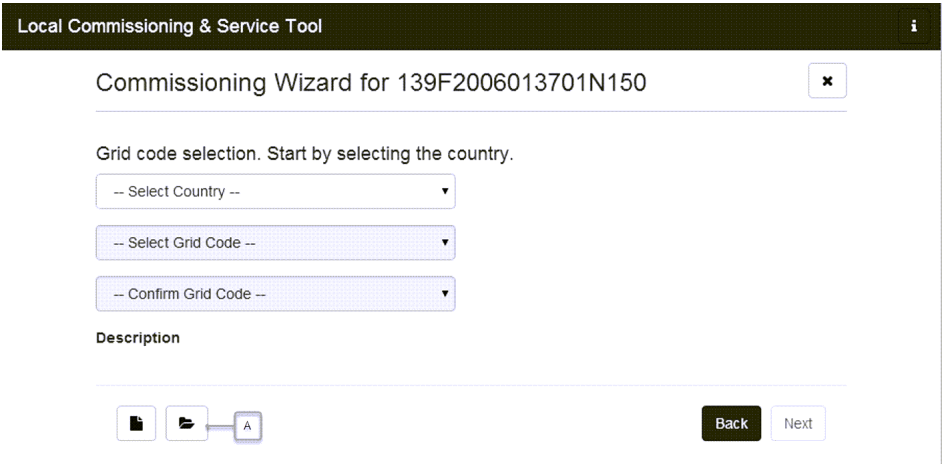

Figure 15:LCS-Tool - Sélection du pays et du code réseau
9. Pour charger un jeu de données régionales spécifique au client (fichier JSON), sélectionnez le symbole Ouvrir sous « Grid code selection » (symbole Ouvrir : bouton (A) sur la figure 15).